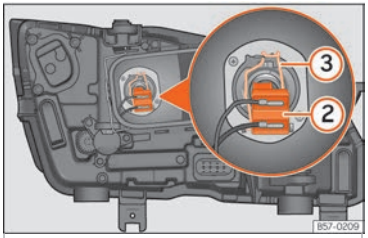

Abb. 56 Im Motorraum: Glühlampe Abblendlicht.
– Ziehen Sie den Stecker ››› **Abb. 56** ② von der Lampe ab.
– Nehmen Sie die Haltefeder ››› **Abb. 56** ③ durch Eindrücken und Rechtsdrehung ab.